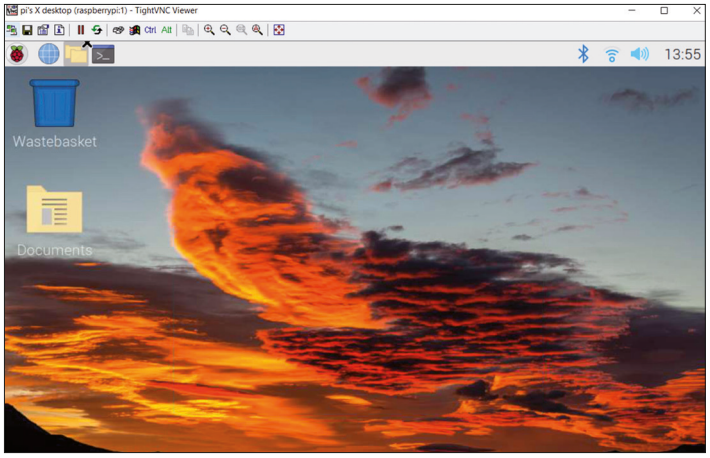

Figure 10.39 The desktop of the Raspberry Pi on your computer's screen.
- Enter the password you have chosen earlier. You should now see the Raspberry Pi's desktop displayed on your computer screen (Figure 10.39)